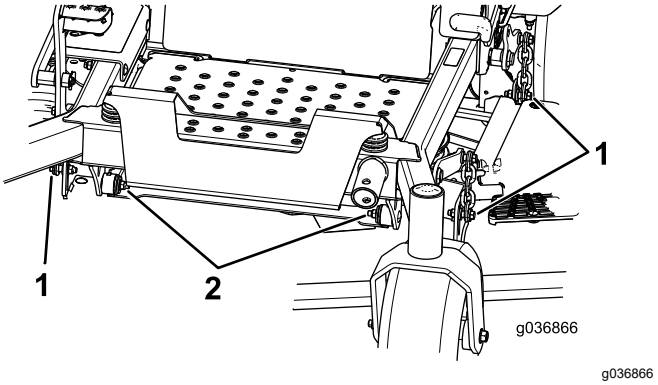

Figur 85
7. Ta bort och spara skruvarna och muttrarna på båda sidor av maskinen (Figur 85).